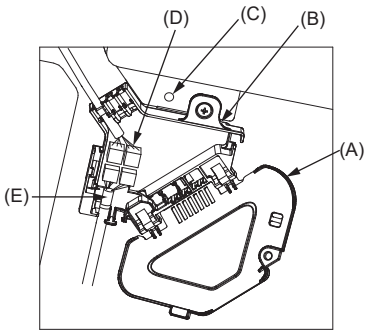

Fig. 10-8
(1) Retirez la vis de fixation du couvercle de la boîte de raccordement, puis ouvrez le couvercle.
(2) Branchez correctement le connecteur du fil de jonction du moteur des ailettes et le connecteur du fil du moteur des ailettes du panneau dans la boîte de raccordement. (Fig. 10-8)